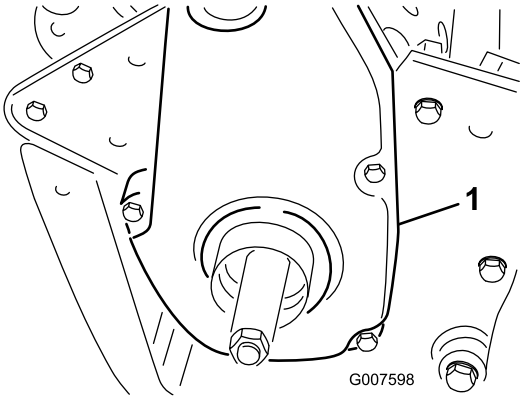

**Figuur 37**
1. Verwijder de bevestigingen van de drijfriemkap en de drijfriemkap zodat u bij de riem kunt komen (Figuur 37).